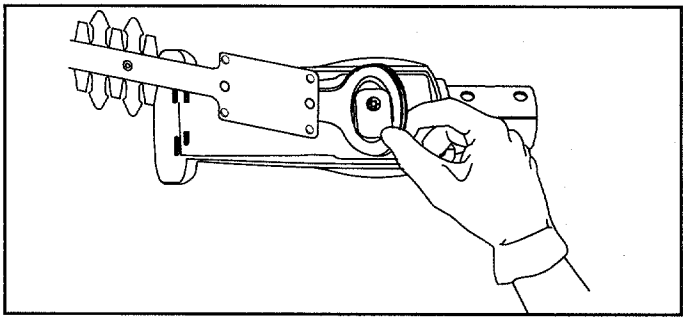

Fig. 12
7. Squeeze the yokes and remove the blade from the housing (Fig. 12).
3. Place new blade into the housing and squeeze the yoke to drop it into place (see Fig. 12).